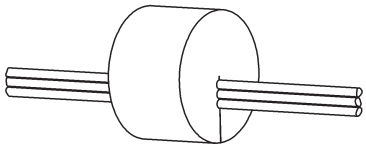

Fig. 10:
• **Conduit** – Included with the CO_2 transmitter is a foam plug to seal the ½ inch EMT. Place the wires into the plug as shown in Fig. 10 and then insert the plug into the conduit sealing the conduit.